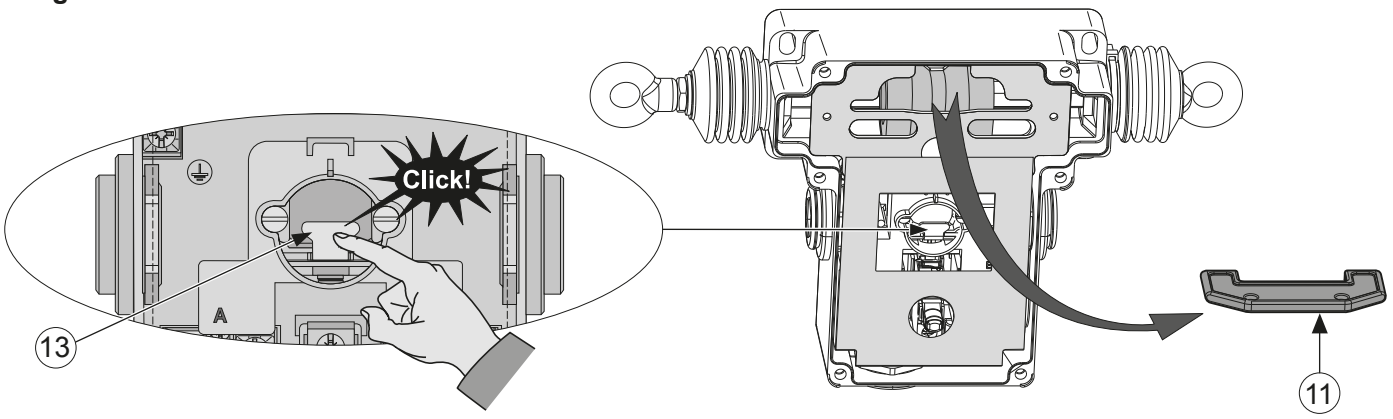

Fig.9
10. Mount the cover onto the device ① using the six screws ⑧ (tightening torque = $1.5^{\pm 0,1}$ Nm / $1.1^{\pm 0,07}$ *lb.ft*) or proceed to the wiring step **(fig. 9)**.